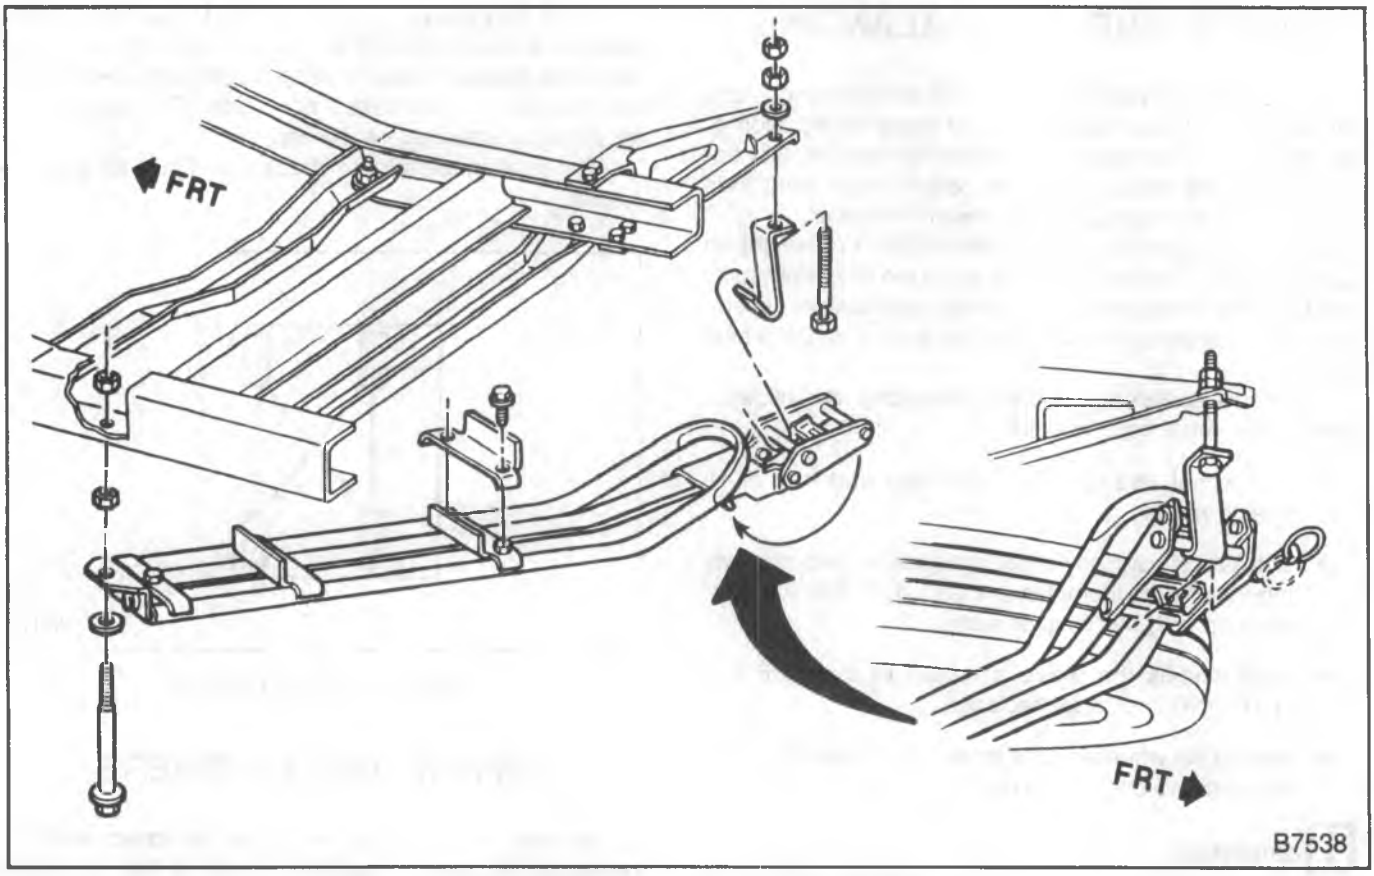

Figure 11—Underbody Glide Out Spare Tire Carrier-R2 and R/V 3
The underbody glide out spare tire carrier is available as an option on R/V 209 (43) and 300 series pickups (figure 11).